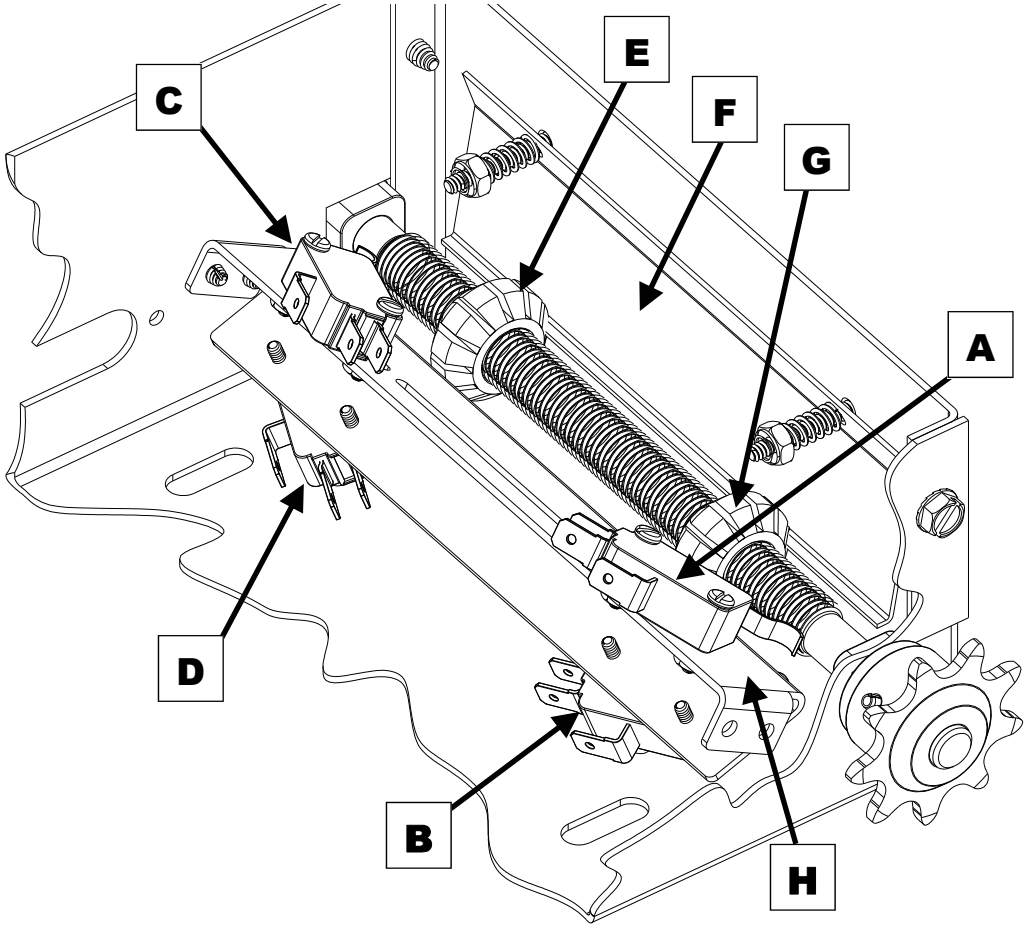

Figure 14 - Limit Assembly
1) With the cover open on the electrical enclosure, reference Figure 14 below. There are four (4) switches (A, B, C, and D) mounted to the 'V' bracket (H). The limit switches are mounted in a fixed position to the underside of the 'V' bracket; with the Close Limit switch (B) on the right and the Open Limit switch (D) on the left. The Reverse Cutout switch (A) and the Single Button Selector switch (C, also could be Timer Engage switch depending on the model) are mounted to the top side of the 'V' bracket as shown. The switches are activated by the two limit nuts (E & G) on the threaded shaft which move laterally along the shaft as the operator opens and closes the door. When a limit nut nears the end of the shaft it activates a set of switches, upper switch first then the lower fixed limit switch.
2) Depress the Limit Nut Retention Plate (F) so it disengages from the slots in the limit nuts and move the Limit nuts to the center of the threaded shaft.
4) Depress the limit nut retaining bracket (F) so it disengages from the slots in the limit nuts. Turn the OPEN limit nut (E) on the shaft until it engages both the Single Button Selector switch (C) and the Open Limit Switch (D). You will need to listen for two audible clicks. Release the retaining bracket and be sure that it engages in slots of both limit nuts.
5) Manually lower the door to the fully closed position and repeat Step #3 with the Close Limit nut (G) and Reverse Cutout switch (A) and the Close Limit switch (B).
8) Adjustment of the Reverse Cutout switch (A) or Single Button Selector switch (C) is done at the factory and should not be needed in the field. Moving the Reverse Cutout switch closer to the center of the box will increase the point where the reversing feature cuts out (to allow for irregularity in the floor, etc.). The reverse cutout point is factory adjusted to approx. 4 inches off the floor.